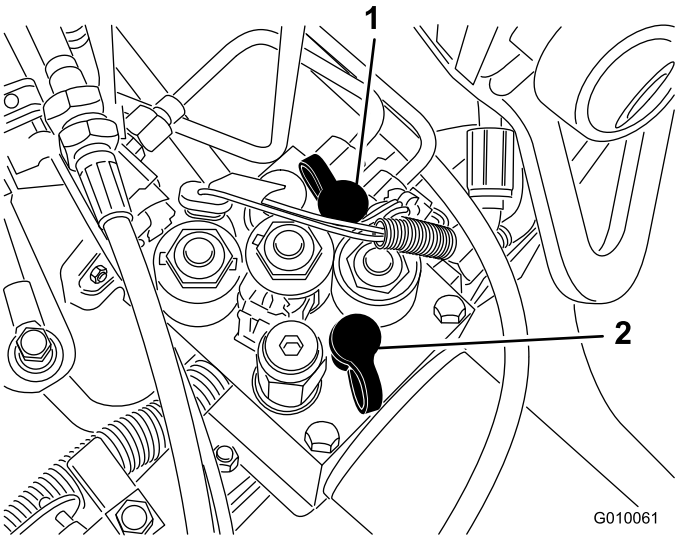

Figur 60
- Teståpning G 2 (Figur 60) brukes til å hjelpe til med feilsøking i trekkmatingskretsen.
- Teståpning G 1 (Figur 60) brukes til å hjelpe til med feilsøking i trykket i løftekretsen.